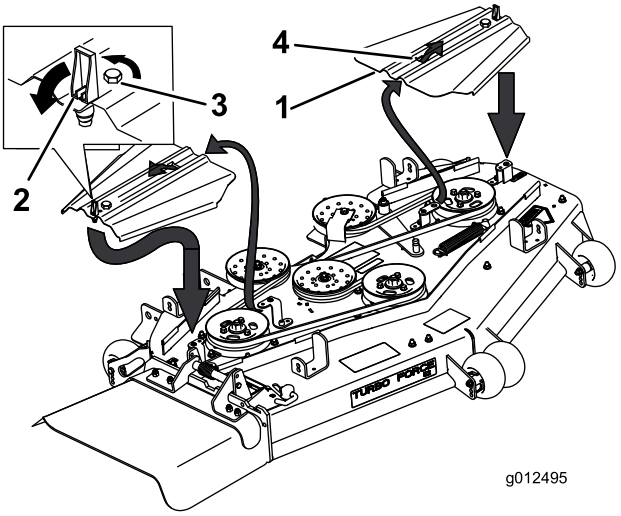

**Figuur 67**
3. Verwijder de drijfriemkappen en de bijbehorende bouten (Figuur 67).
9. Schuif de drijfriemkappen in de lippen, draai de bouten vast en zet de vergrendelingen vast (Figuur 67).